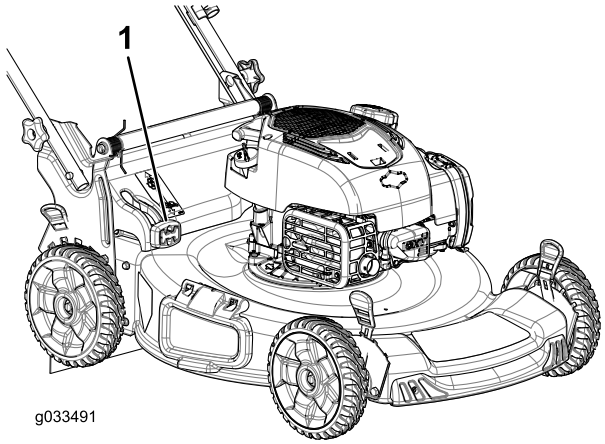

Figura 22
- Se desejar recolher relva e aparas, prima o botão na alavanca e desloque a alavanca para a frente até que o botão saia (Figura 22).